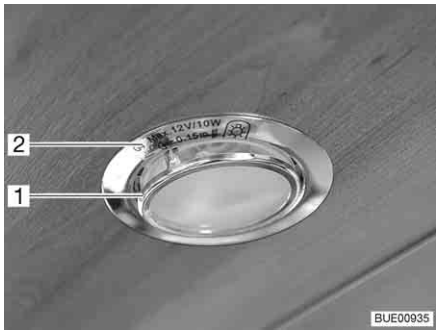

Fig. 207 Recessed halogen light (flat)
The recessed halogen light (Fig. 207,2) is installed flush with the panel.
- Use a suitable tool (e.g. a screwdriver) to lever out the internal cover ring with glass disk (Fig. 207,1) from the housing.